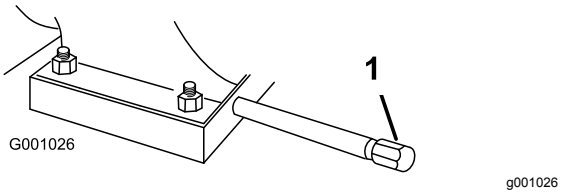

**Figura32**
1. Curăai zona din jurul buonului de scurgere a uleiului (Figura32).